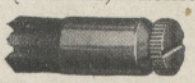

Abb. 7. Universalkappe
2. Universal-Kappen: Von fast sämtlichen Verbrauchern bevorzugteste Anschlußart zum Schrauben, Klemmen oder Löten (Abb. 7).